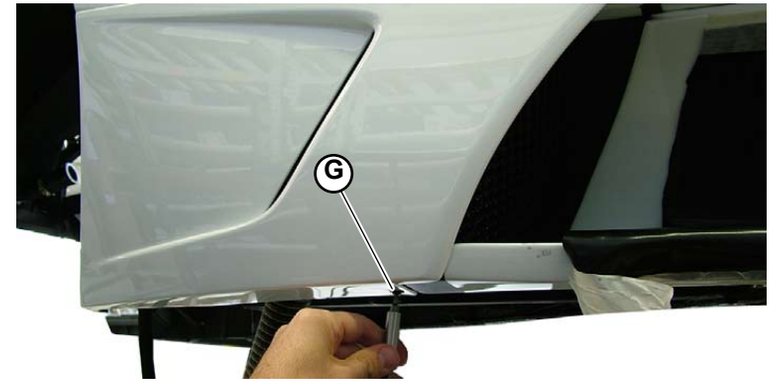

Fig.10
8. Tighten the screw (**G-Fig.10**) on the lower part.